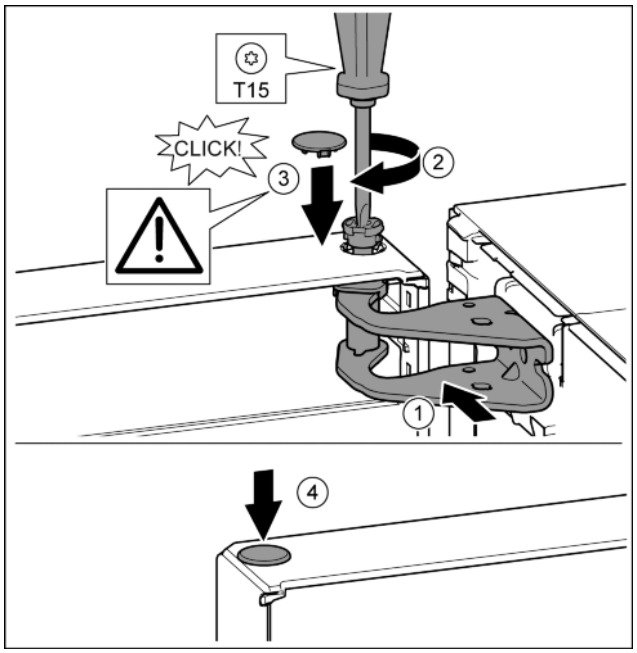

Fig. 23
▶ Align top of door with aperture in mounting block. *Fig. 23 (1)*
▶ Insert the bolt and tighten with a T15 screwdriver. *Fig. 23 (2)*
▶ Fit protective cover to protect the door: Insert the protective cover and check that it is attached to the door. If not, insert the bolt fully. *Fig. 23 (3)*
▶ Insert the plugs. *Fig. 23 (4)*